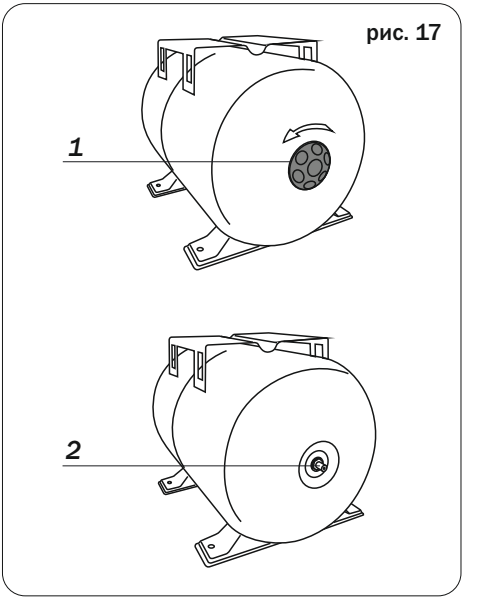

рис. 17
3. Открутить защитный колпачок (1) с ниппеля (2) гидроаккумулятора (рис.17).